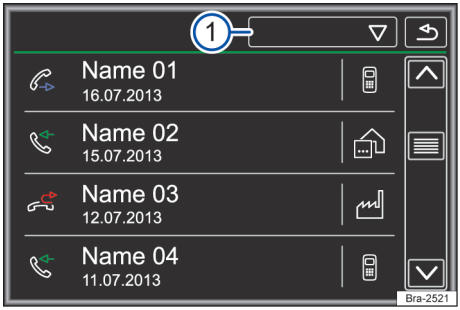

Fig. 137 Menu Chamadas (listas de chamadas).
Tocar na superfície de função → Fig. 137 (1).